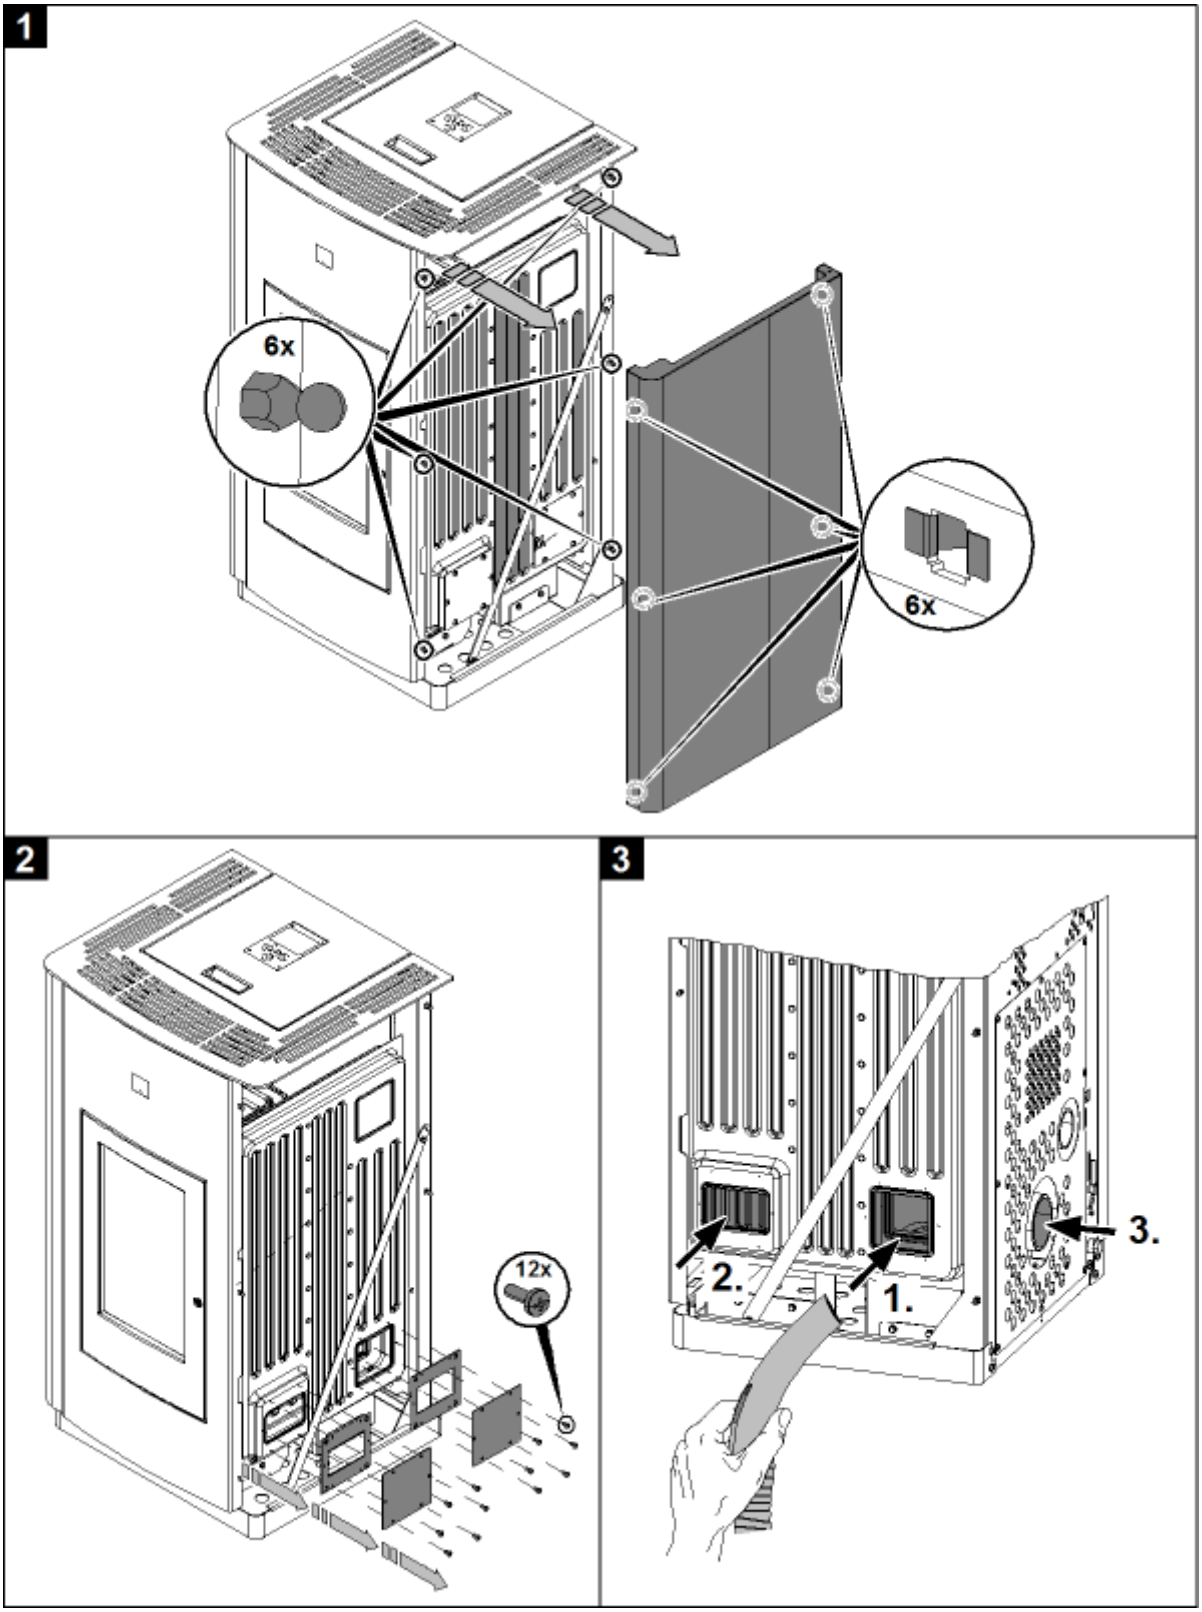

Abbildungen 3: Demontage der Seitenwand
- Reinigung bitte laut Abbildungen 3 durchführen.